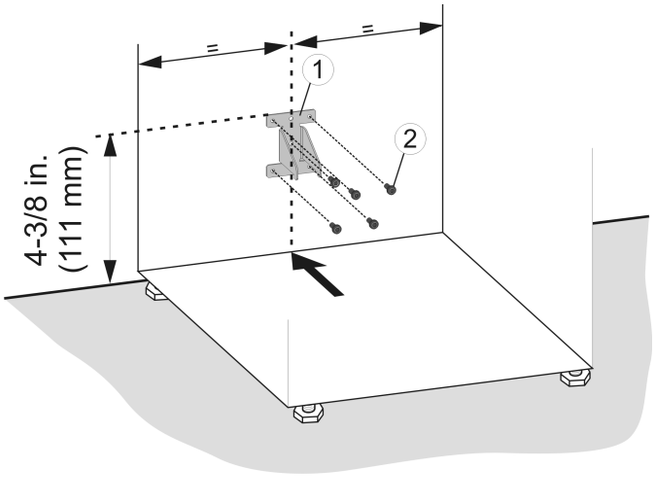

*Fig. 34*
▶ Monte el seguro antivuelco *Fig. 34 (1)* con los tornillos *Fig. 34 (2)* correspondientes.